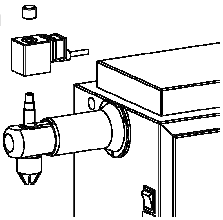

Abb. 19
- (Sofern vorhanden) Setzen Sie die Magnetspule und die Rändelmutter auf die Obere Abschlußeinheit und ziehen Sie die Rändelmutter fest (Abb. 19).